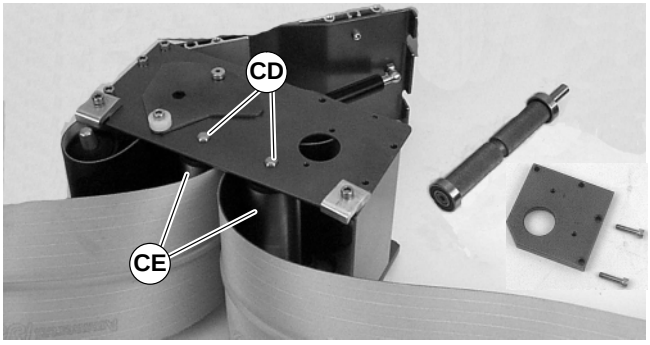

Abbildung 47
- Bei mindestens 127 mm breiten Fördergurten beide Seiten einer jeden gefederten-Welle niederdrücken (CD, siehe Abbildung 47). Die Rollen ausbauen (CE).